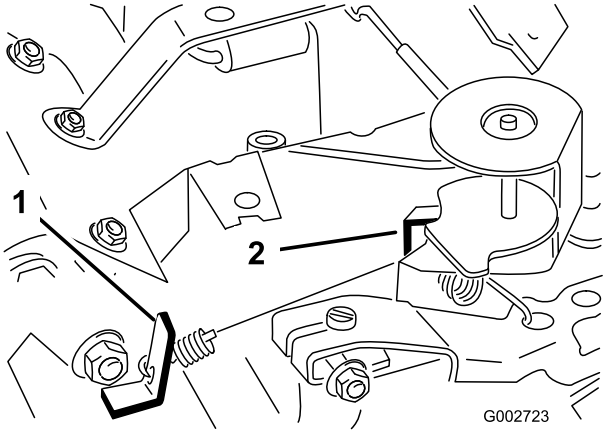

Figur 37
3. Bøj den regulerede styrefjeders ankertap (Figur 37) for at opnå en tomgang på 1725±50 omdr./min. Kontroller farten med en omdrejningstæller.
5. Flyt gashåndtaget til positionen hurtig (Fast). Bøj høj hastighedsfjederens ankertap (Figur 37) for at opnå en høj hastighed på 3400±50 omdr./min.